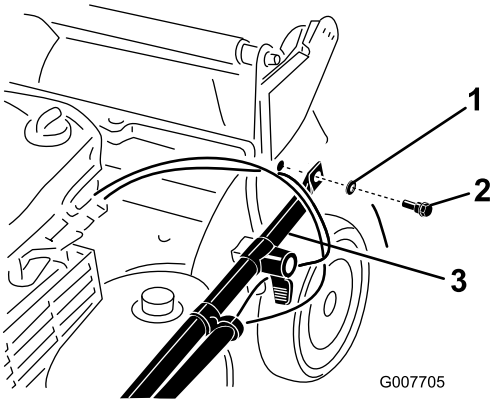

Figuur 3
2. Bevestig de uiteinden van de handgreep aan de maaikast met behulp van 2 sluitringen en 2 handgreepbouten (Figuur 3), **maar draai de handgreepbouten niet vast.**